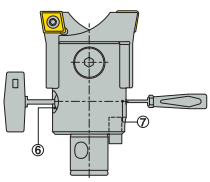
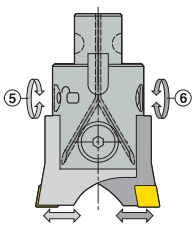

Fig. 4 Disabling the coupling mechanism
Fig. 5 Independent adjustment
In order to individually set the diameters of the insert holders, the coupling mechanism must be disabled, by releasing its locking screw (7) by one turn (using the suitable torx driver - Torxplus) while firmly holding adjusting screw (6) (Fig. 4). Independent setting can then be carried out, adjustment screws (5) and (6) controlling the movement of one related insert holder each (Fig. 5).